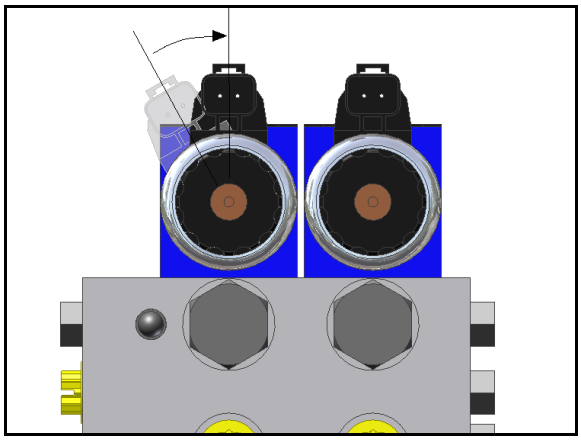

Figure 16: Align Coils
2. Verify the valve coil connectors are oriented vertically (**Figure 16**).